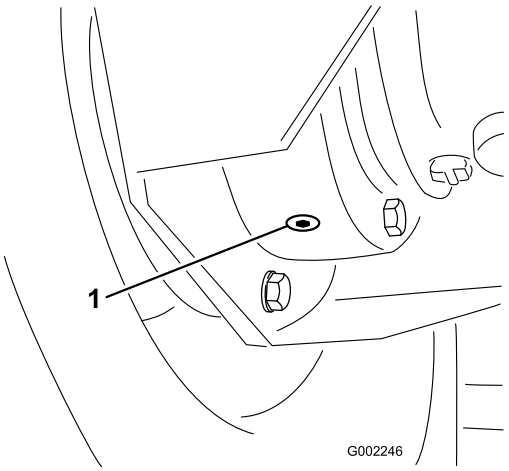

Figuur 47
4. Plaats een opvangbak onder de binnenste aftapplug en verwijder deze (Figuur 47).